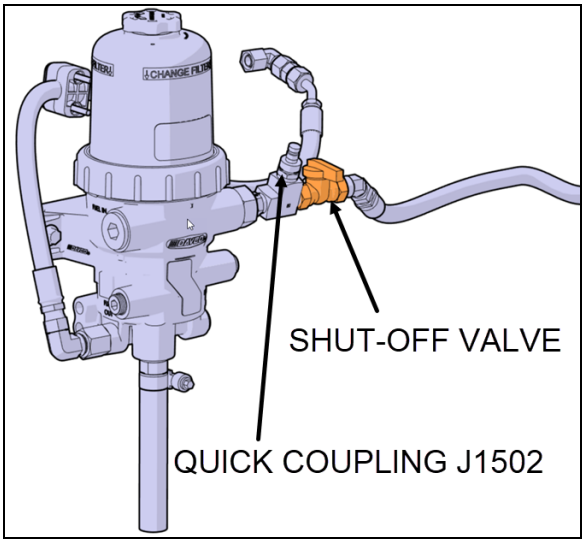

FIGURE 7: DAVCO FUEL PRO 386 WITH MANUAL SHUT-OFF VALVE
The Fuel Pro 386 (Figure 7) fuel processor is installed between the fuel tank and the secondary fuel filter and is used as the primary fuel filter. This system also serves as a water separator and is equipped with heating for winter conditions. Davco Technical Manual F1387 is available on Prevost Technical Publications site.
2. Close the shut-off valve on the “fuel in” side of the fuel filter (**FIGURE 7**).
3. Remove the vent cap & vent cap O-ring (A).
4. Open the drain valve (I) a min of 3 turns and drain the fuel completely from the unit.
6. Untighten the collar (E), remove clear cover with filter spring (D), filter element and cover O-ring (B).